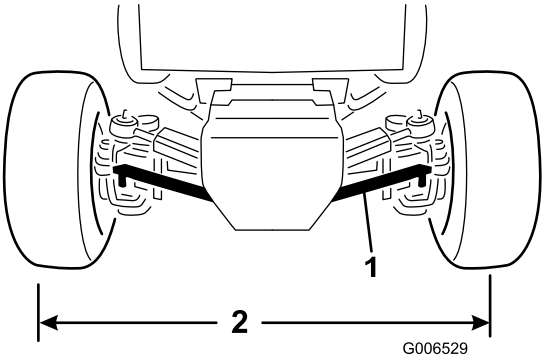

Figur 59
2. Fjern mutterne som fester ett av parallellstagets kuleledd til monteringsbraketten på akselen, og løsne kuleleddet fra akselen (Figur 59).
4. Roter kuleleddene på parallellstagene inn eller ut, til avstanden fra midten til midten foran og bak på bakhjulene er den samme (Figur 59).